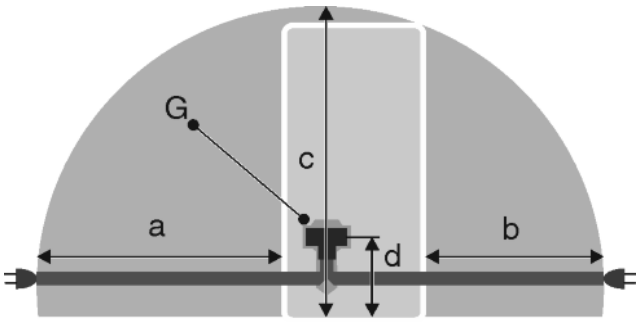

Fig. 25
- Розетка находится вне зоны задней стенки в данной зоне. *Fig. 25 (a, b, c)*
▶ Штекер устройства *Fig. 25 (G)* подсоединить с задней стороны устройства. Следить за правильной фиксацией.